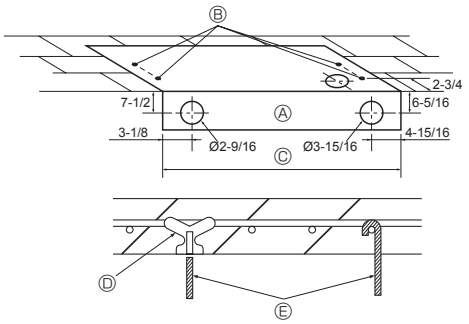

Fig. 3-3
3.2.3. Selección de las posiciones de los tubos y de los pernos de suspensión (Fig. 3-3)